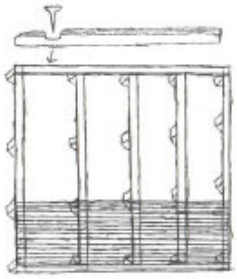

*Abb. 3. Fundamentrahmen, Bodenbalken und erste Bohlenlage.*
- Die erste Lage wird am Fundamentrahmen festgeschraubt. Lassen Sie die unterste Bohle 3–5 mm über den Fundamentrahmen überstehen, damit Regenwasser abtropft und nicht unter die Wand läuft (Abb. 3).